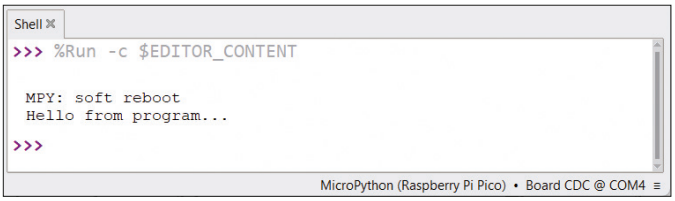

Figure 10.27 Output of the single-line program.
- Click the green arrow icon in the toolbar at the top of the Thonny window to run your program. The output of the program will be displayed in the Shell window, as shown in Figure 10.27.